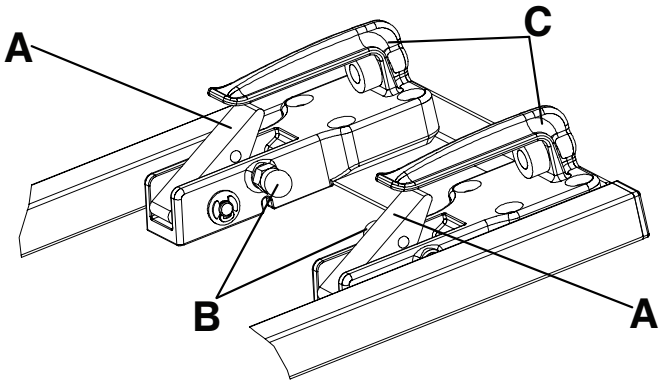

Figure 18 – Dispositif de fixation en deux parties
Remarque - Le boîtier du loquet côté pieds est muni d'un dispositif de fixation en deux parties (Figure 18). Quand la civière est bloquée dans la fixation, le bouton de déblocage rouge retourne à sa position initiale.
Pour débloquer la civière du dispositif de fixation en deux parties, tirer sur les deux boutons de déblocage rouges (B) situés à l'intérieur des crochets de retenue avant (C) (Figure 18).